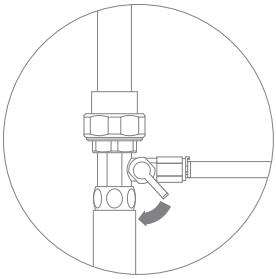
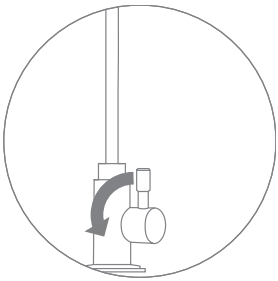

Рис. 12
Рис. 13
1. Перекройте воду на входе, закрыв кран адаптера (рис. 12). Откройте кран чистой воды для сброса давления в системе (рис. 13).
Перекройте воду на входе (рис. 12). Откройте кран чистой воды для сброса давления в системе (рис. 13).